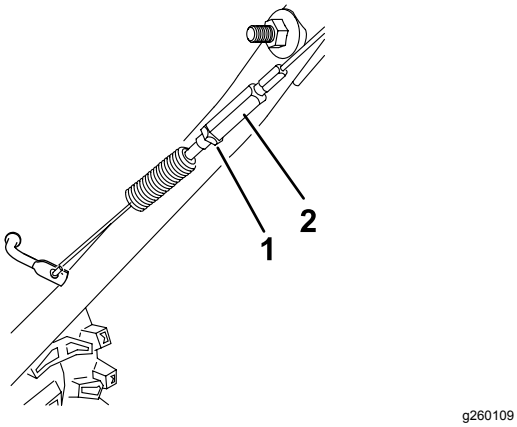

Figur 37
5. Løsn kontramøtrikken (Figur 37).
6. Løsn eller spænd den spændemøtrik, der justerer spændingen på kablet (Figur 37).